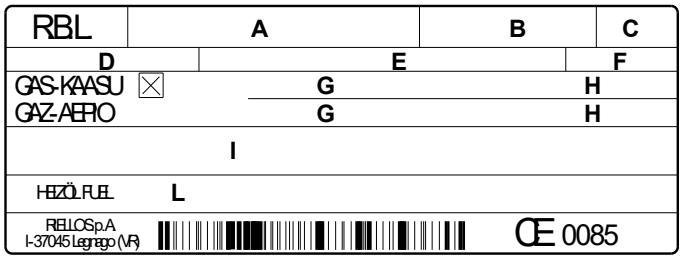

Fig. 8
- le modèle (**A**) (Fig. 8) et le type de brûleur (**B**) ;